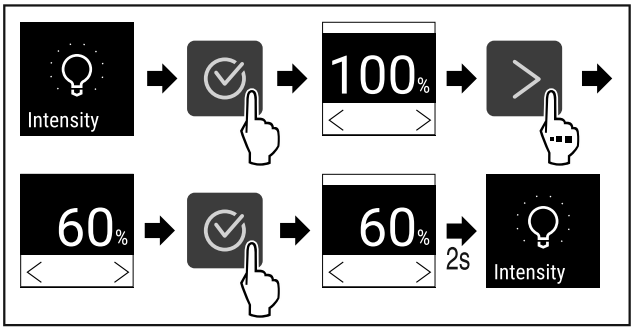

Fig. 72
▶ Suivre les étapes (voir Fig. 72) .